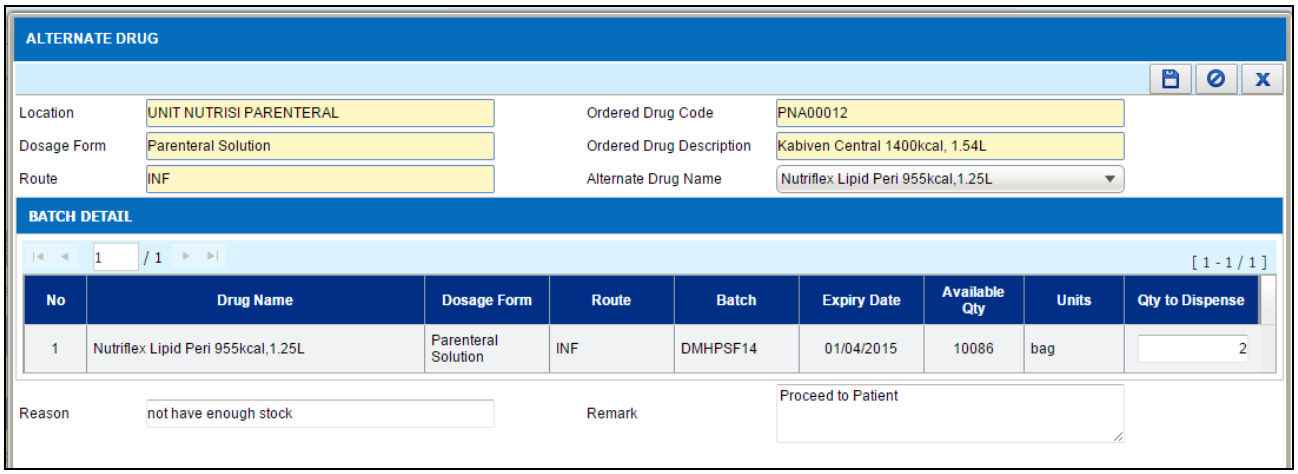

Figure 4.7-2 Alternate Drug
- *Select the **Alternate Drug Name** from dropdown boxas per Figure 4.7-2.*
- *Enter **Qty to Dispense** field as per Figure 4.7-2.*
- *Enter **Reason** field if applicable as per Figure 4.7-2.*
- *Enter **Remark** field if applicable as per Figure 4.7-2.*